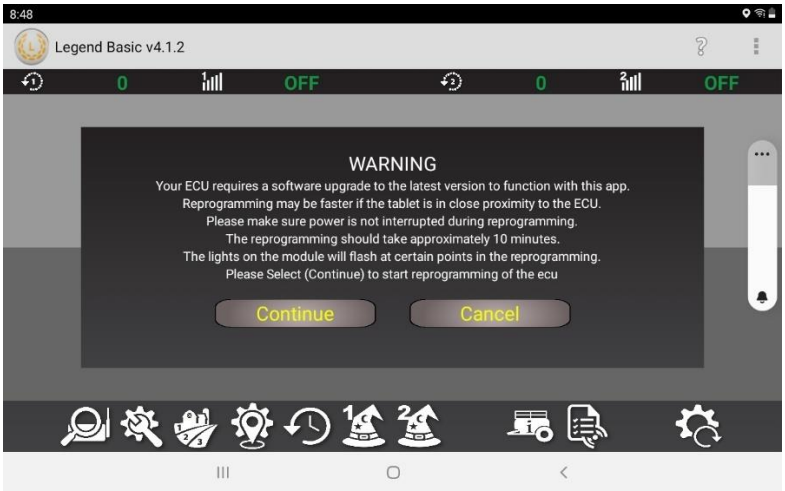

Figure 7.1
1. If you are using a Legend App version that is not compatible with the software on your ECU, you will receive a message saying the ECU software needs updating as in figure 7.1. Unless you know for certain your ECU has the necessary bootloader software installed to perform the update, **DO NOT CONTINUE** to update. Call 1-800-667-0640 for assistance.